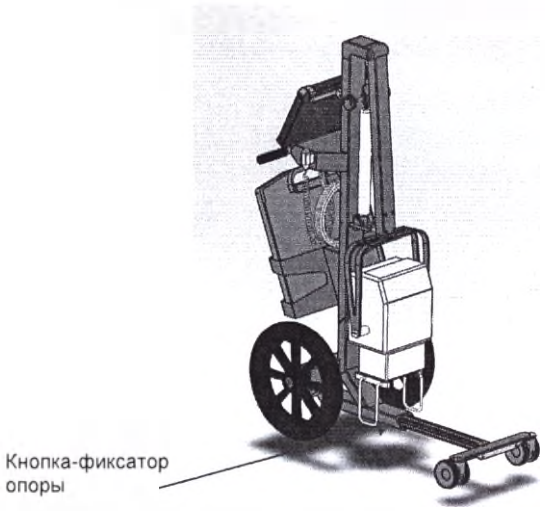

Рисунок 21
- нажмите кнопку фиксатора, которая находится внизу основания штатива (см. рисунок 21);